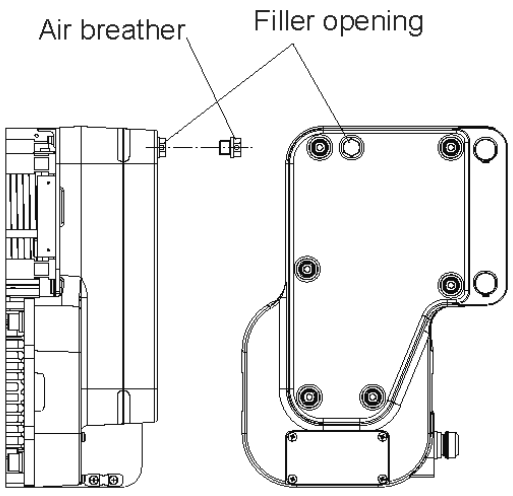
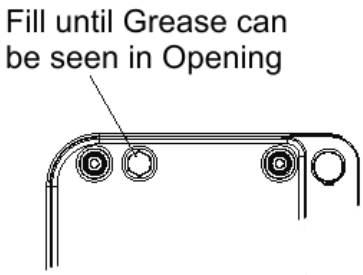

Figure 6-1 Breather and Filler Location
Figure 6-2 Grease Amount
6.3.1 **⚠ WARNING** Use only grease listed or equivalent and quantity referenced in **Table 6-6**. New trolley hoists are prefilled with the correct type and amount of grease. There is no need to check before installation, but if at any time the grease is found to be insufficient at an inspection, additional must be added at the Filler Opening, after removing the vent (air breather) as shown in **Figure 6-1 and Figure 6-2**.